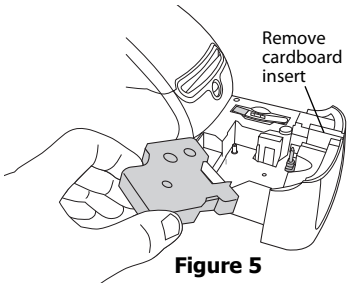

**Figure 5**
**Note** The first time you use the printer, remove the protective cardboard insert from the label exit slot. See Figure 5.